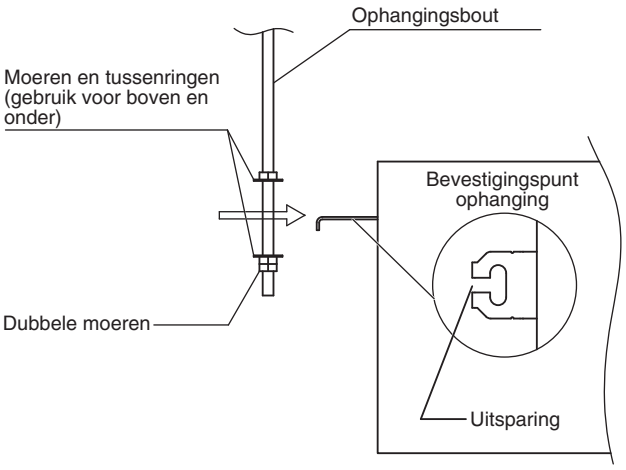

Afb. 3-5
(3) Draai de 3 zeskantige moeren en 2 tussenringen (ter plaatse aan te schaffen) op elk van de 4 ophangingsbouten (Afb. 3-5 en 3-6). Gebruik 1 moer en 1 tussenring voor het bovenste deel en 2 moeren en 1 tussenring voor het onderste deel, zodat de unit niet van de ophangingsbouten kan vallen.